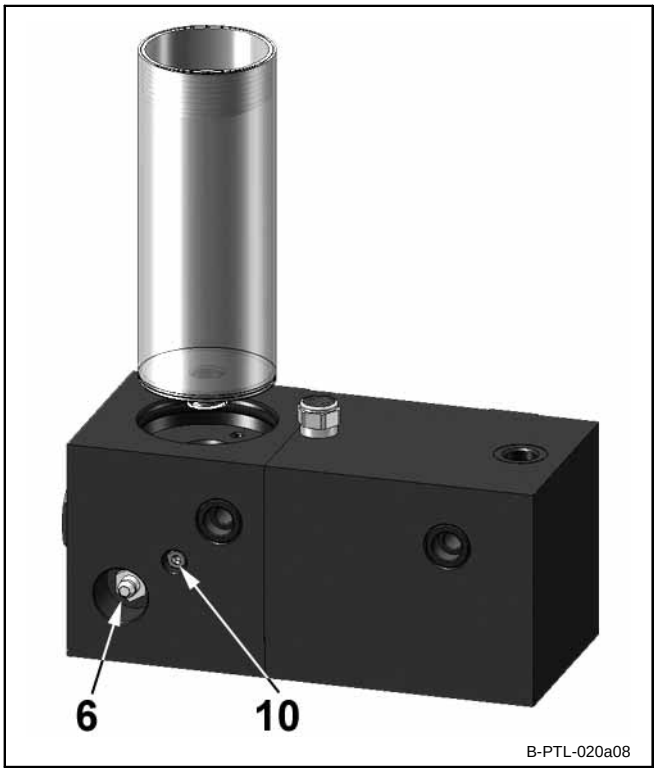

Fig. 8 Insert cartridge into lubrication pump PTL 201
- Insert the cartridge in the bore by lightly pressing and screw it into the housing (presented as in Fig 8) hand-tightly.
If the pump does not dispense lubricant after 2 to 3 minutes, vent the housing (see chapter "Vent Housing", Fig. 8).